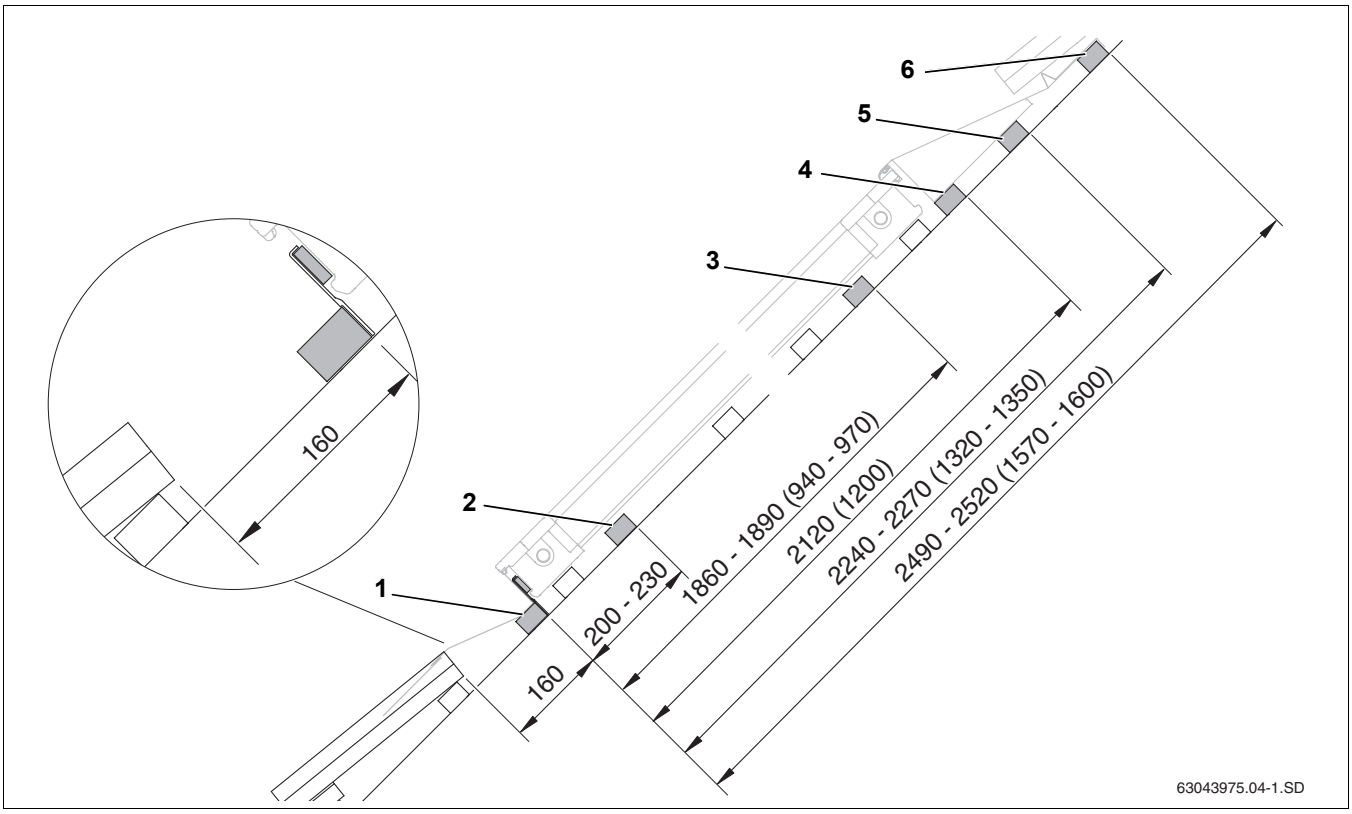

Рис. 14 Расстояния между дополнительными обрешетками при однорядном монтаже, (размеры в мм; значения в скобках = для горизонтального исполнения)
- Установите первую рейку обрешетки с креплениями от сползания (рис. 14, [1]).
- Внизу установите вторую рейку обрешетки для нижних боковых прижимов (рис. 14, [2]).
- Вверху установите третью рейку обрешетки для верхних боковых прижимов (рис. 14, [3]).
- Установите четвертую рейку обрешетки для поддержки клина из пенополистирола верхних накладных листов (рис. 14, [4]).
- Установите пятую рейку обрешетки для поддержки верхних накладных листов (рис. 14, [5]).
- Установите шестую рейку обрешетки для поддержки и крепления верхних накладных листов (рис. 14, [6]).
При многорядном монтаже коллекторов нужно обрешетку крыши первого ряда укладывать так же, как и для однорядного монтажа (рис. 14). 5-я и 6-я рейки для нижнего ряда не требуются.